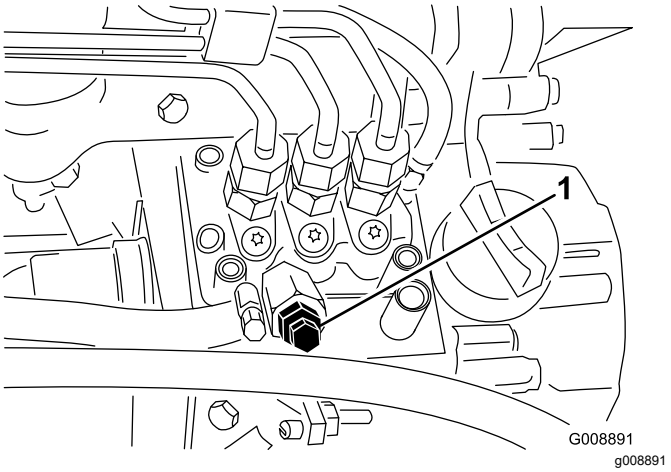

**Figur 51**
4. Öppna avluftarskruven på bränsleinsprutningspumpen (Figur 51).